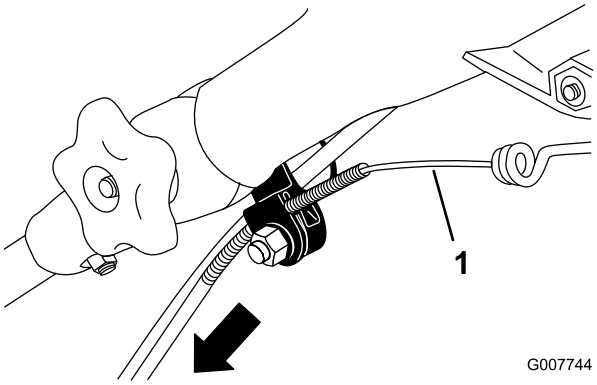

Bild 33
3. Ziehen Sie den Kabelmantel nach unten, bis der freigelegte Zug kein Spiel mehr hat (Bild 33).